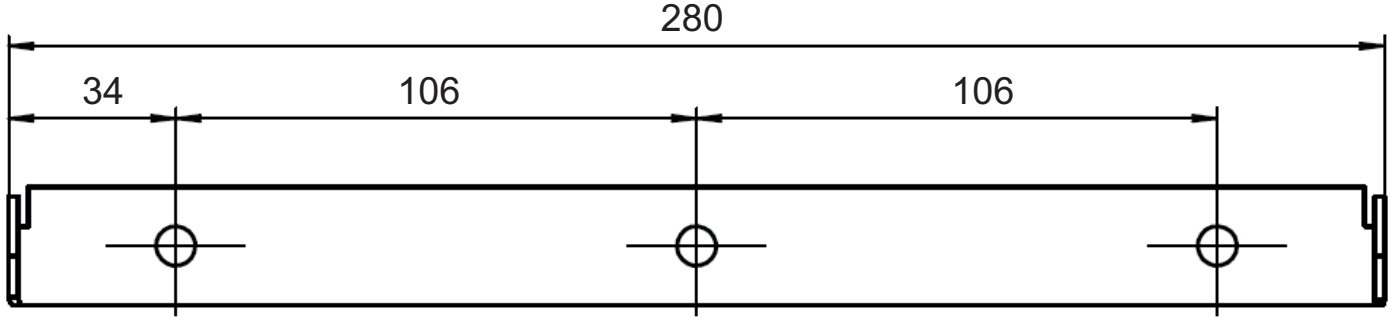

Рисунок 14. Закладная деталь для крепления ЭВАН PRACTIC -3 ... -28, -3P ... -28P.
6.1.8 Прибор должен навешиваться на стены, достаточно прочные перегородки, способные выдержать рабочий вес изделия, с использованием закладной (19) рис. 3, 4 (в зависимости от мощности прибора), входящей в комплект поставки. Закладная крепится с использованием шурупов 6х60, дюбелей 10х60, также входящих в комплект. Разметку отверстий в стене под крепление закладной провести в соответствии с рис. 14 и 15.